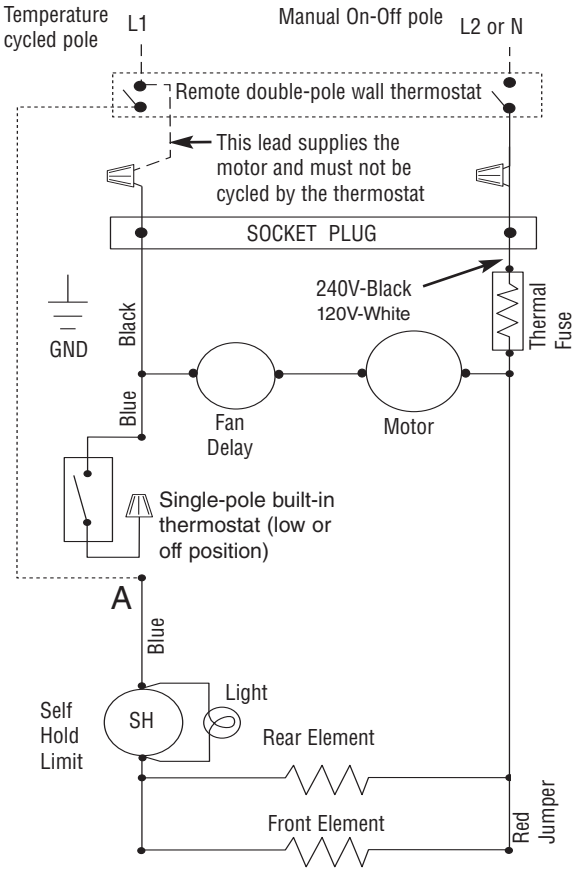

Figure 3 - Wiring For Remote Thermostat (For lower wattage rating remove red jumper)
b. Disconnect blue lead from built-in thermostat lead at point A on wiring diagram, Figure 3. Cap off thermostat lead with wirenut. Connect blue lead to field supply lead from load side of thermostat. (See Figure 3). Make remaining field wiring connections per Figure 3.